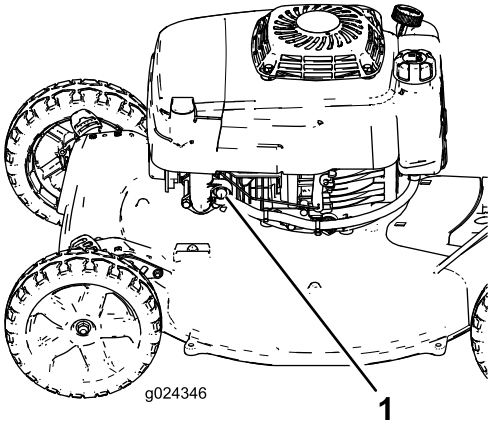

Figuur 15
2. Druk de hulpstartknop krachtig in (Figuur 15); hou de primerpomp 1 seconde ingedrukt.